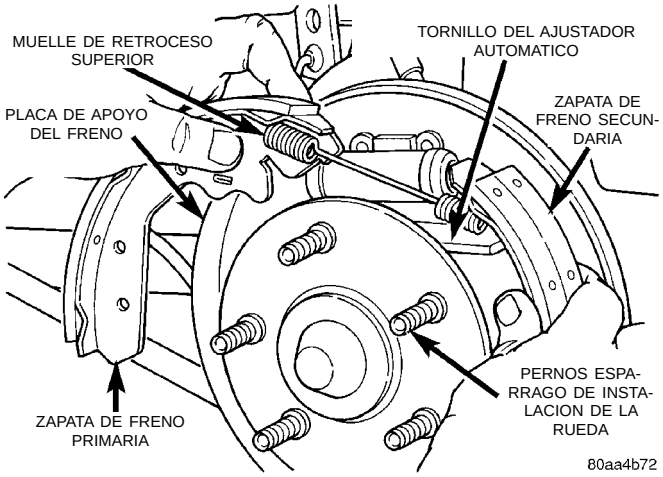

Fig. 86 Desmontaje/instalación de las zapatas de freno
(10) Retire de la placa de apoyo del freno como un conjunto la zapata de freno primaria y secundaria, el muelle de retroceso superior y el tornillo del ajustador automático (Fig. 86).
muelle de retroceso superior en la placa de apoyo del freno (Fig. 86).